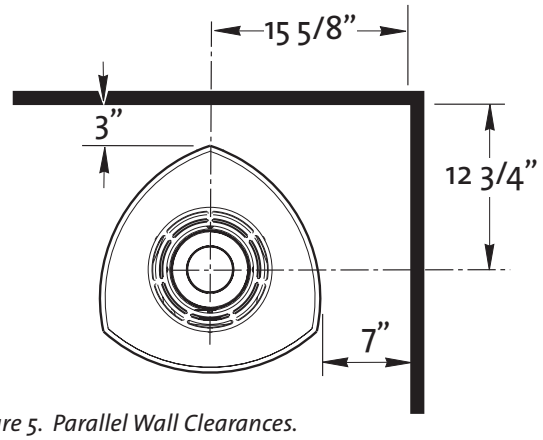

Figure 5. Parallel Wall Clearances.
- JOINT SEALING REQUIREMENT: APPLY A 1/8" BEAD OF HIGH-TEMPERATURE SEALANT OR MIL-PAC® TO THE MALE SECTION OF THE INNER VENT PIPE. THE CEMENT SHOULD FORM A SEAL BETWEEN THE INNER AND OUTER PIPES. SEE FIG. 5. SEE VENT MANUFACTURER'S INSTRUCTIONS.